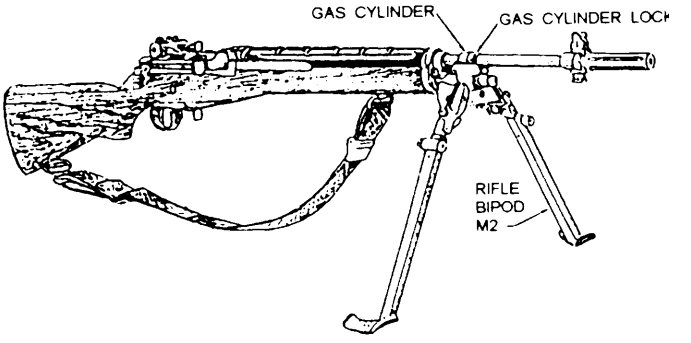
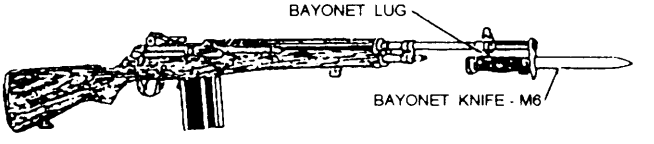
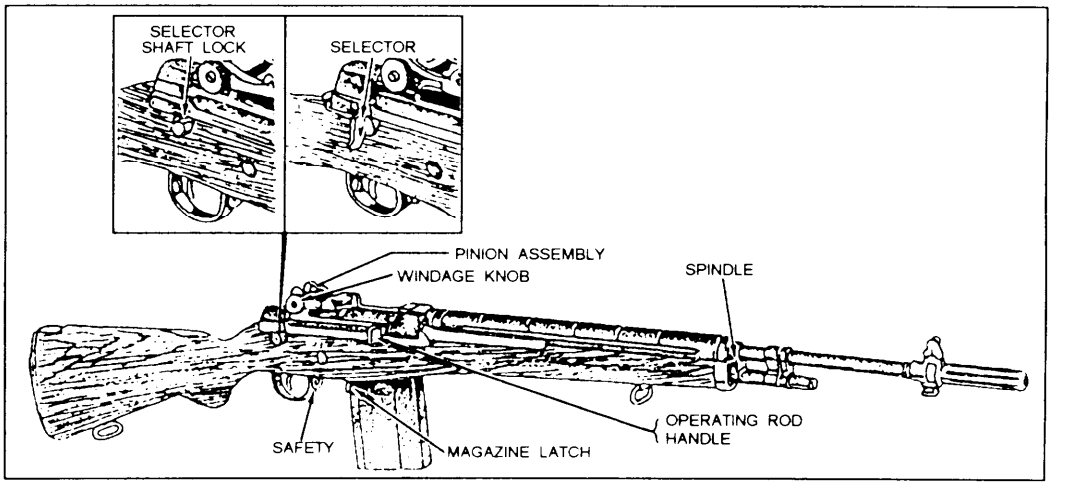
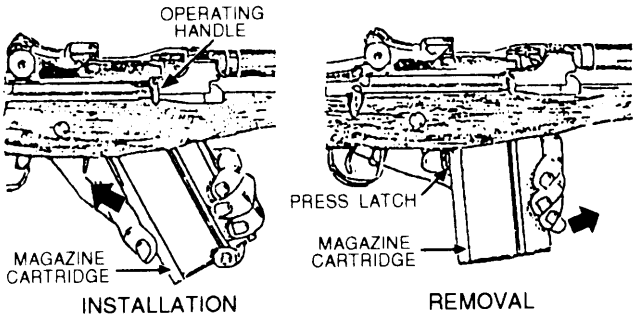

Figure 8-10.—The 7.62-mm M14 rifle with bipod installed.
Figure 8-11.—The 7.62-mm M14 rifle with the M6 bayonet knife attached.
Figure 8-9.-The 7.62-mm M14 rifle and controls - right-front view.
Figure 8-13.—Installation and removal of magazine.
The M14 rifle (fig. 8-9) is a lightweight air-cooled, gas-operated, magazine-fed shoulder weapon. It is designed for semiautomatic or full automatic fire at the cyclic rate of 750 rounds per minute. The rifle is chambered for 7.62-mm cartridges and is designed to accommodate a 20-round cartridge magazine, the M2 rifle biped (fig. 8-10), and the M6 bayonet (fig. 8-11).
The safety is shown in figure 8-9. To prevent firing, press the safety back from in front of the trigger guard. To permit firing, press it forward from inside the trigger guard.
If a magazine is in the rifle, press the magazine latch (fig. 8-13) and remove the magazine. Pull the operating rod handle (fig. 8-9) all the way to the rear and check to see that the weapon is free of ammunition. Then ease the operating rod forward to the locked position and move the safety (fig. 8-9) to the rear (safe position).
until the front catch snaps into engagement, then pull rearward and upward until the magazine latch locks the magazine into position (fig. 8-13).
The rear sight controls consist of a windage knob and pinion assembly (fig. 8-9). The function of the windage knob is to adjust the sight laterally. To move the sight to the right, turn the knob clockwise; to the left, counterclockwise. The pinion assembly adjusts the sight aperture vertically. Turn the pinion clockwise to raise, counterclockwise to lower.
If the command desires no automatic fire, the selector on your rifle will be removed and a selector shaft lock (fig. 8-9) inserted so that the rifle is capable only of semiautomatic fire.
2. Grasp the magazine with your thumb on the magazine latch, and squeeze the latch to release it. Push the magazine forward and downward to disengage it from the front catch, and then remove it from the magazine well, as shown in figure 8-13.